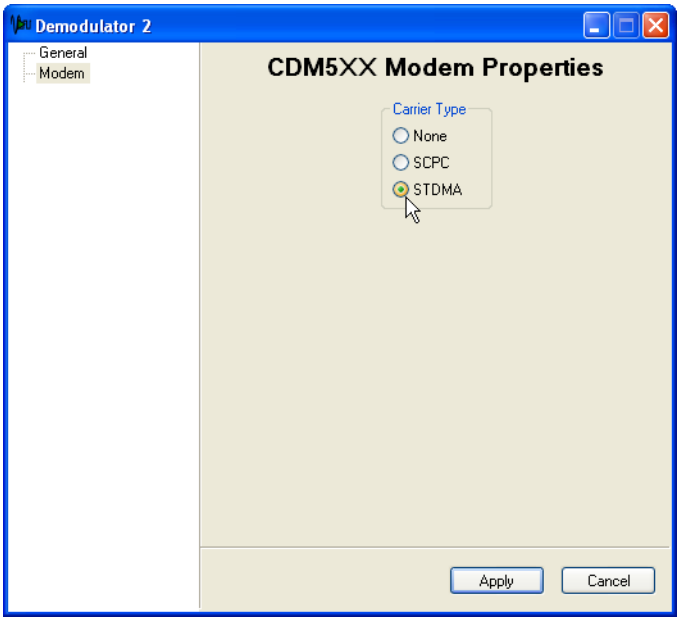

Figure 3-53 Carrier Flag Setting, Burst Controller—CDM-570/570L
- For a *CDM-570/570L Burst Controller*, select the **Modem** dialog, then select the **STDMA** radio button, figure 3-53.